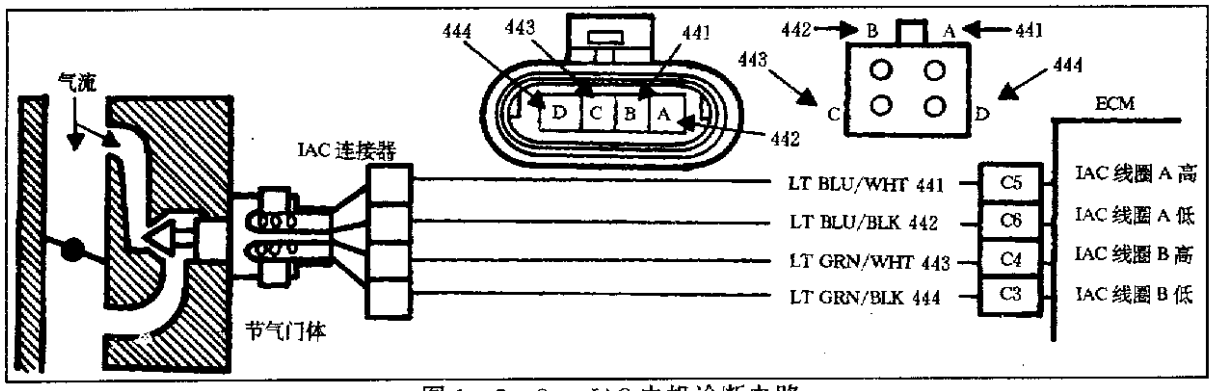

图 1－2－9　IAC 电机诊断电路
(1)脱开 IAC 电机上连接器。见图 1－1－17,检查 IAC 连接器端子 A 和 B 及端子 C 和 D 间电阻,阻值为 40～80Ω。如果阻值不符合要求,应更换 IAC 电机。